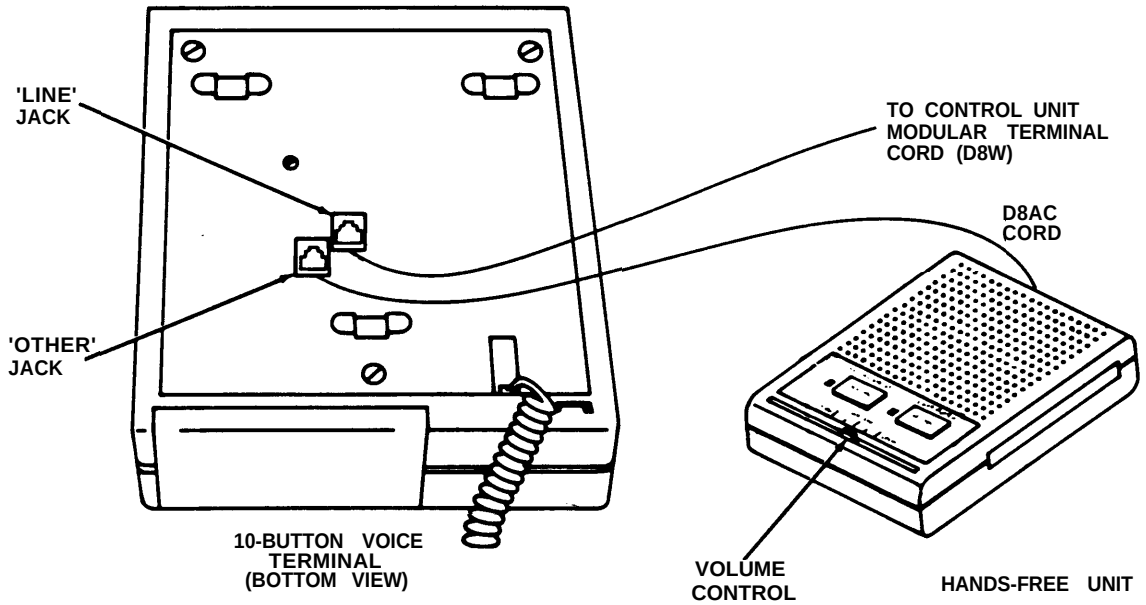

Figure 1
2. Using the D8AC Cord supplied with the HFU, connect one end to the rear of the HFU; remove the protective label covering the “OTHER” jack and connect the opposite end to the “OTHER” jack on the bottom of the voice terminal (see Figure 1).